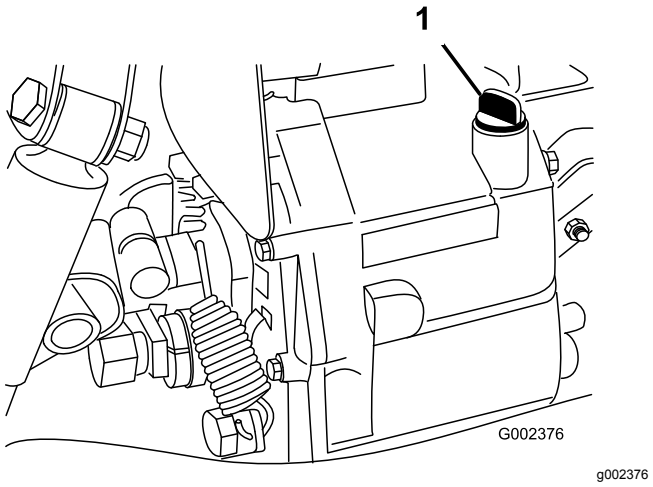

Figur 64
4. Rengør området omkring målepinden (Figur 64).